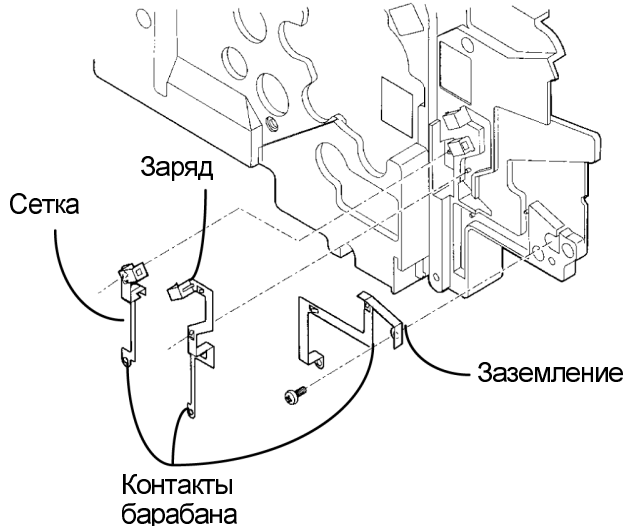

Рисунок 3. Снятие контактов барабана
4. (Рисунок 3): Снимите контакты барабана.